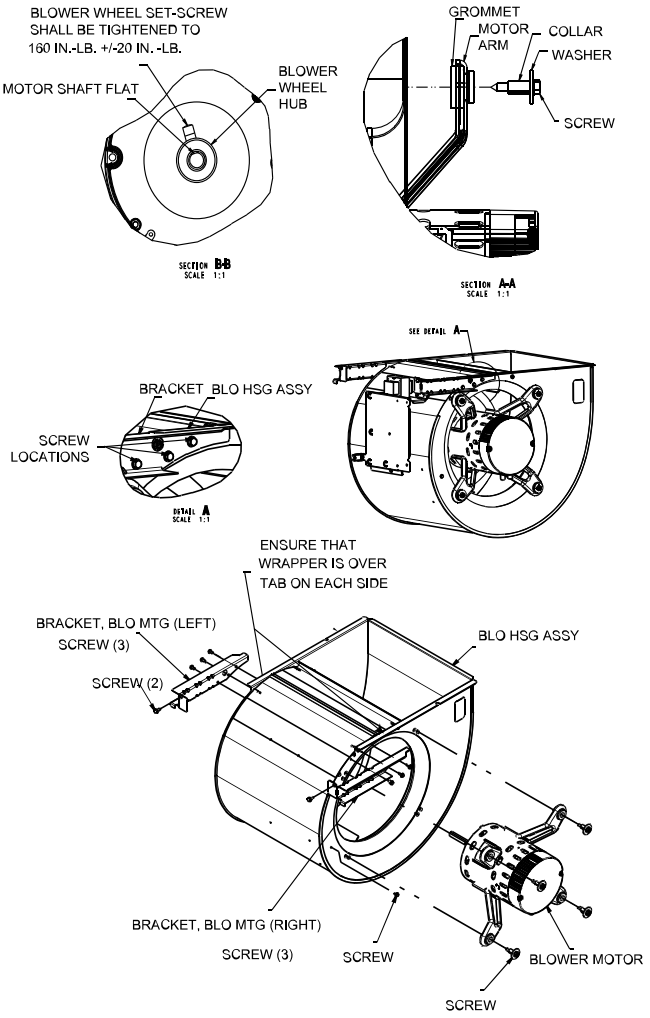

Fig. 63 – Blower Assembly on 1002122
6. On 11002122 size, the top screw securing blower to shelf must be removed in order to remove the blower (Fig. 63).Clean blower wheel and motor by using a vacuum with soft brush attachment. Be careful not to disturb balance weights (clips) on blower wheel vanes. Do not bend wheel or blades as balance will be affected.
15. On 1002122, ensure that the blower wrapper sits on top of the two tabs on blower sidewalls (Fig. 63).Reconnect blower leads to furnace control. Refer to furnace wiring diagram, and connect thermostat leads if previously disconnected.